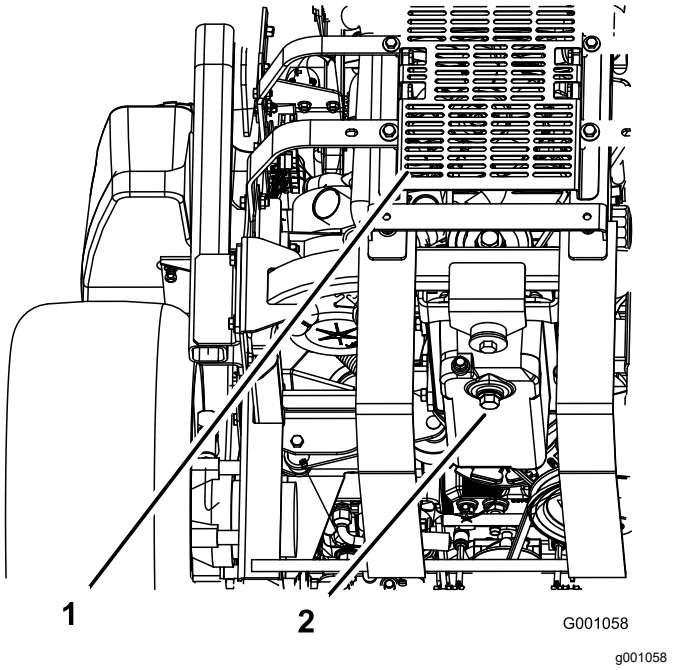

Figuur 61
5. Plaats een opvangbak onder de aftapplug. Verwijder de aftapplug en laat alle olie weglopen (Figuur 61).